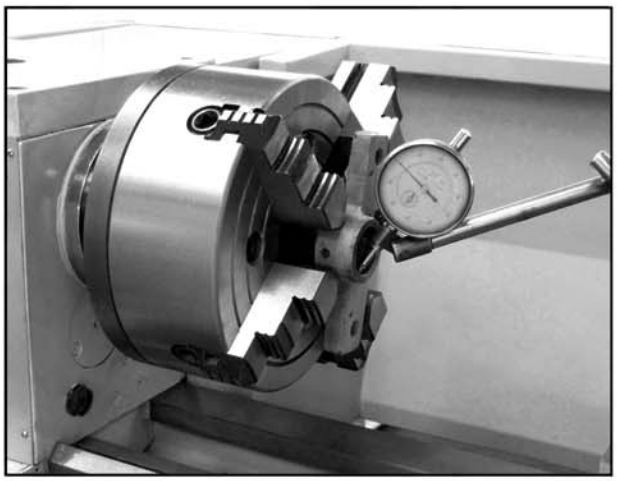

Figure 30: Centering workpiece.
8. Make fine adjustments by slightly loosening one jaw and tightening the opposing jaw until the workpiece is precisely aligned. Use a dial indicator for fine tuning adjustments in alignment (see Figure 30).